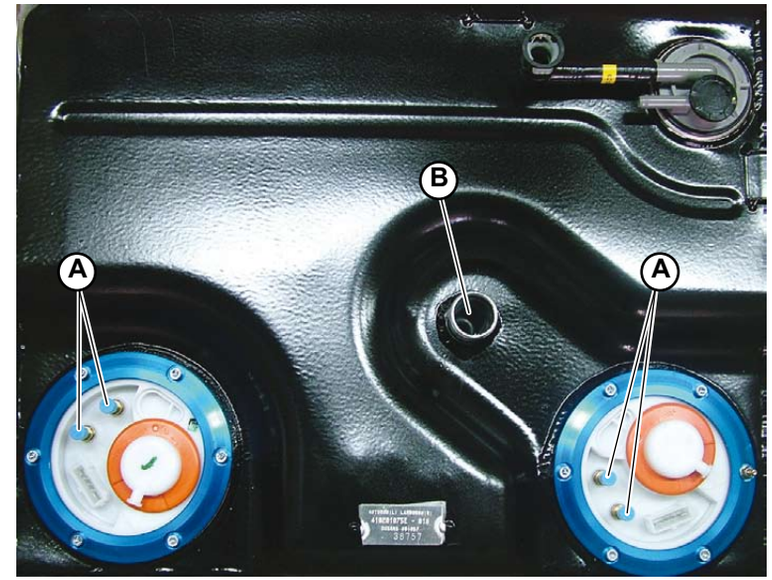

Fig.1
1. Check that the fuel delivery and return pipe (**A-Fig.1**) is connected properly;
2. Check that the fuel delivery pipe (**B-Fig.1**) is not damaged.